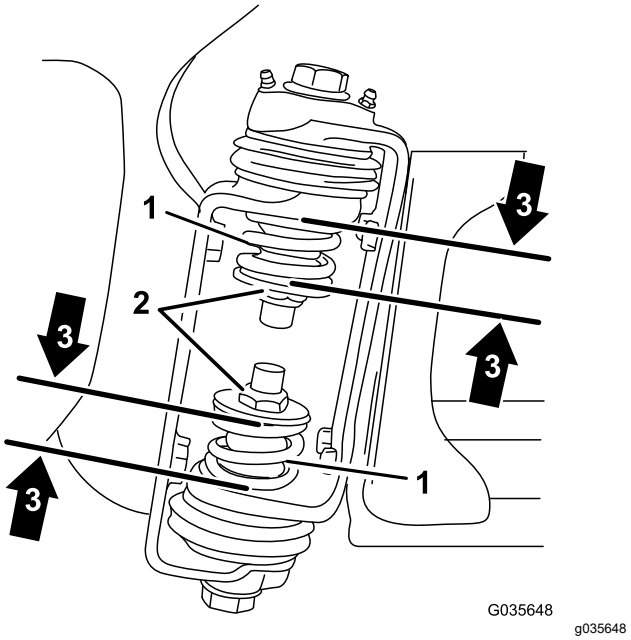

Figure 4
3. Au niveau de la charnière de section, mesurez la compression des ressorts supérieur et inférieur quand les sections sont déployées (Figure 4).